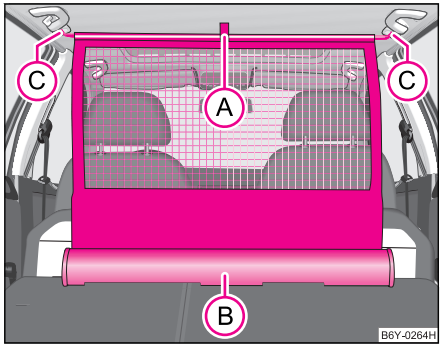

Fig. 63 Desfacerea peretelui despărțitor
– Trageți plasa de cureluşa (A) din carcasa (B) ⇒ pagina 80, fig. 63.
– Introduceți bara transversală în locaşul (C) pe o parte şi apăsați bara în față.
– În acelaşi mod fixați bara pe partea cealaltă a autovehiculului, locaşul (C).